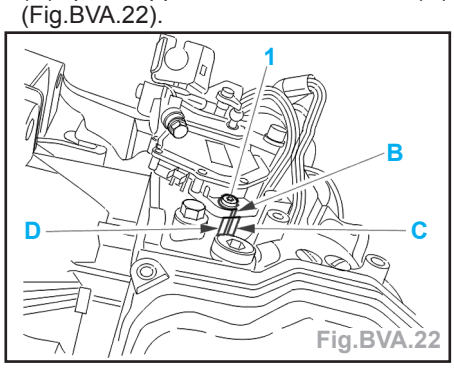

Fig.BVA.22
- Dans cette position, effectuer un repère de position du contacteur multifonction (B) par rapport au carter BVA (C) (Fig.BVA.22).